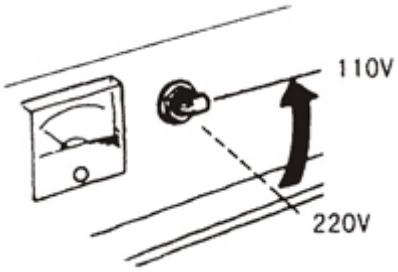

Рис. 33
5.5.4 Умикніть перемикач змінного струму (Рис. 33).